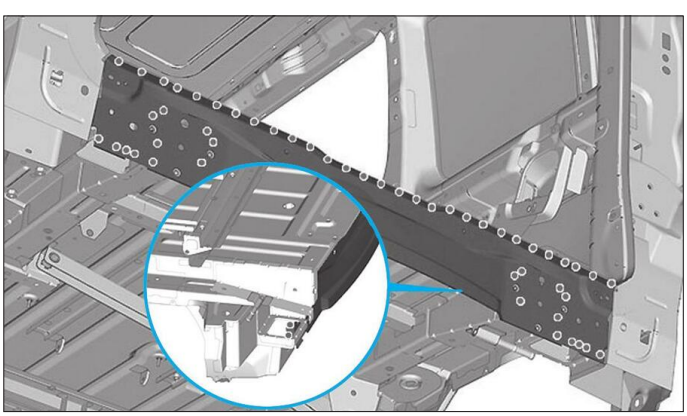

FIG. 111
• Souder par points électriques **(Fig.111)**.